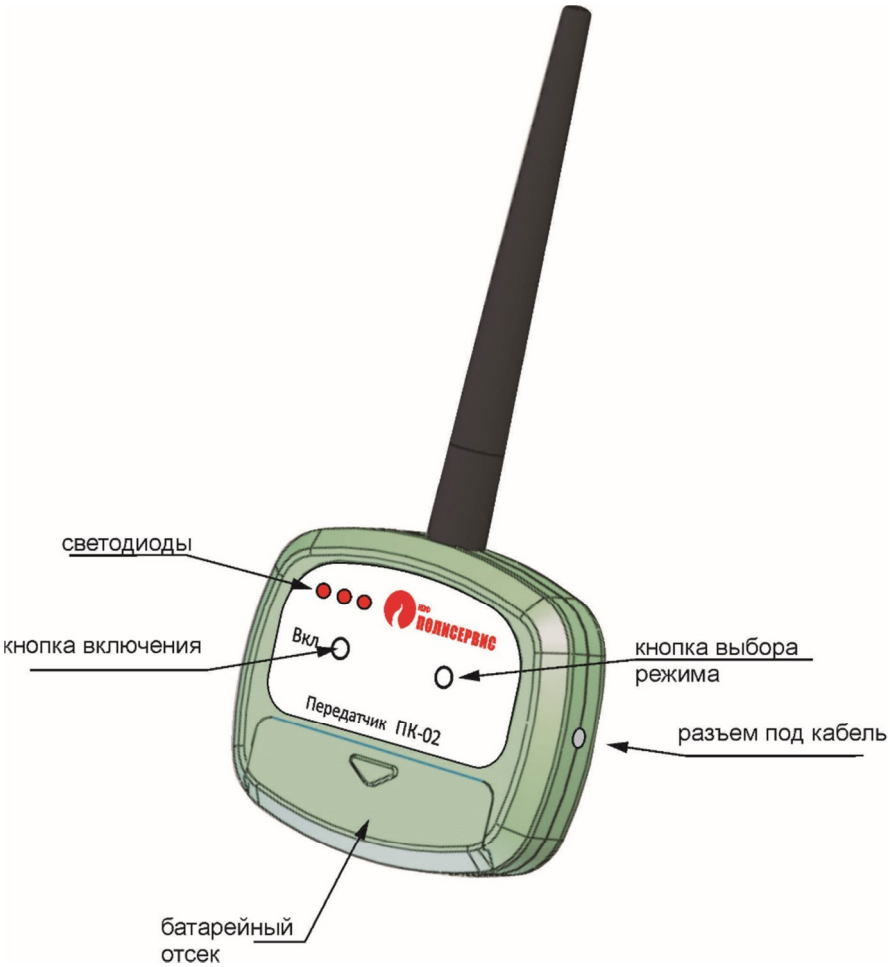

Рисунок 1.3 - Общий вид передатчика
1.4.14 На боковой стенке передатчика расположен разъем (см. рисунок 1.3), к которому следует подсоединить кабель, идущий от сервисного выхода ИПДЛ.
После включения передатчика (после подсоединения кабеля от ИПДЛ и нажатия кнопки ВКЛ) следует нажать и удерживать кнопку выбора режима (см. рисунок 1.3). По истечении 2 с (время не контролируется) будет наблюдаться свечение первого из трех
После включения передатчика (после подсоединения кабеля от ИПДЛ и нажатия кнопки ВКЛ) следует нажать и удерживать кнопку выбора режима (см. рисунок 1.3). По истечении 2 с (время не контролируется) будет наблюдаться свечение первого из трех светодиодов, расположенных на лицевой панели, что свидетельствует о выборе «Режима настройки ИПДЛ».